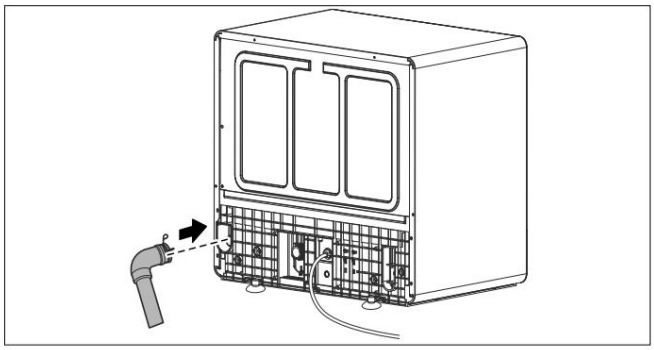

Rys. 13 – Podłączenie odpływu wody
Podłącz wąż spustowy wody do przyłącza spustowego wody (10) z tyłu urządzenia i zabezpiecz go zaciskiem (patrz rys. 13).